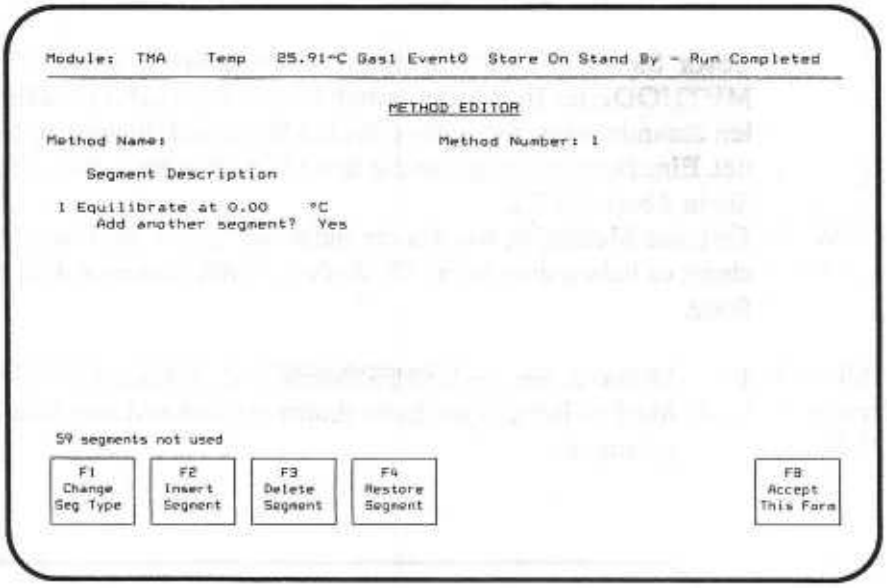

Bild 36
3. Geben Sie eine leere Methodennummer ein. Eine leere Nummer ist in der auf dem Bildschirm befindlichen Methodenliste daran zu erkennen, daß ihr kein Name und null Segmente zugeordnet sind. Der eigentliche Methodeneditor (Abb. 36) erscheint auf dem Bildschirm.